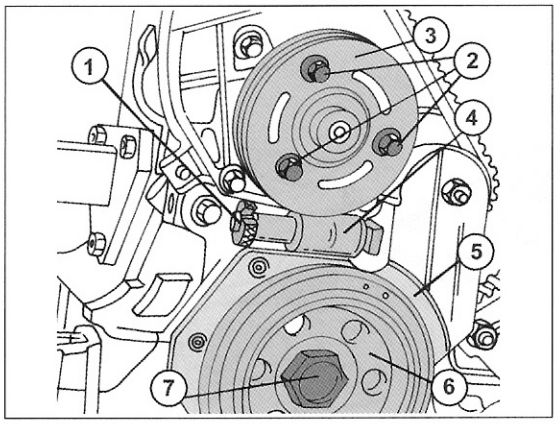
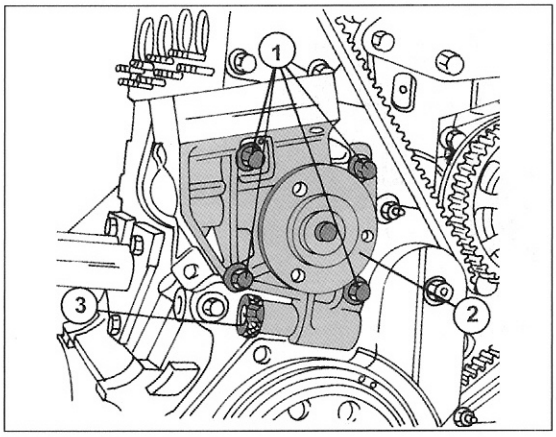

Bild 158
Bild 159
Bei diesem Motor wird die Wasserpumpe durch den Zahnriemen der Steuerung angetrieben. In die Wasserpumpe ist der Spannkolben für den Zahnriemenspanner integriert, wie man es in Bild 158 sehen kann. Die Batterie vor dem Ausbau der Pumpe abschließen und die Kühlanlage ablassen (unteren Kühlerschlauch lösen).
- Die Riemenscheibe von der Wasserpumpe abschrauben (Bild 158). Es bietet sich dann die in Bild 159 gezeigte Ansicht.
- Die Wasserpumpe (2) nach Lösen der Schrauben (1) in Bild 159 abnehmen. Das Spezialwerkzeug (3), in Bild 48 gezeigt, oder die benutzte, aufgesägte M14-Mutter (in Bild 38 gezeigt) verbleibt an der Wasserpumpe. Sofort die Dichtflächen des Zylinderblocks und der Wasserpumpe (falls diese wieder eingebaut wird) einwandfrei reinigen.